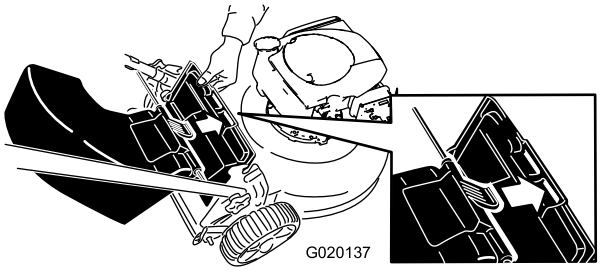

**Figuur 17**
3. Steek het lipje op de afvoergeleider in de sleuf aan de rechterzijde in de afvoergeleider (Figuur 17).